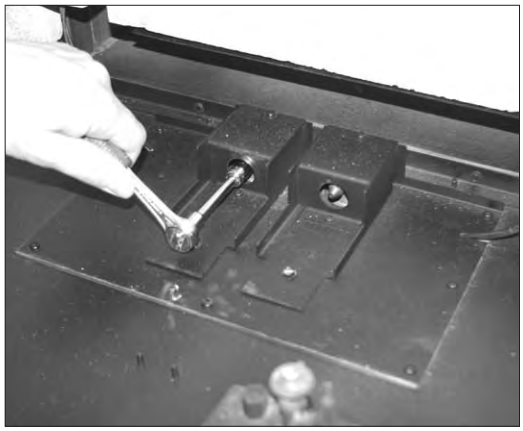

Figure 54: Removing the Gas Orifices.
9. Using a 3/8" socket wrench, remove both gas orifices from the orifice mounting brackets at the rear floor of the firebox (Figure 54).